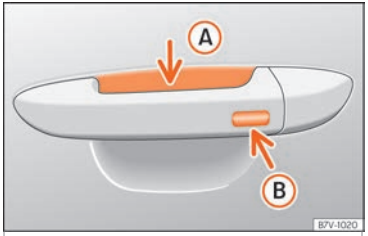

Fig. 130 Manecilla de la puerta: superficies sensoras.
- Mantenga un dedo durante algunos segundos sobre la superficie sensora de bloqueo ››› fig. 130 Ⓑ de la manecilla de la puerta para que se cierre el techo. Si deja de tocar la superficie sensora se interrumpe la función de cierre.